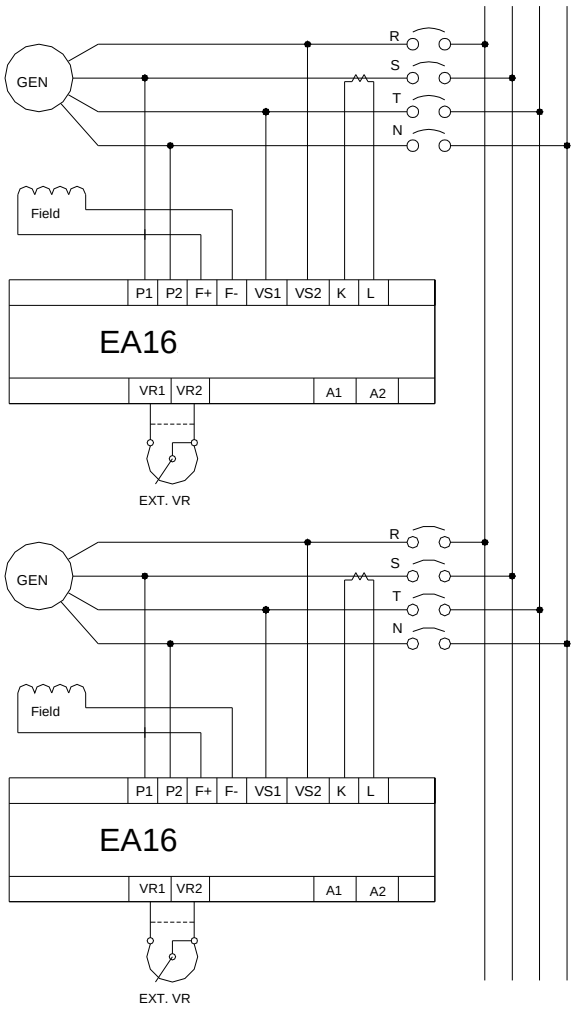

Figure 2 Paralleling Connection
1. Installation Notice：(Refer to Figure 2 and 4).